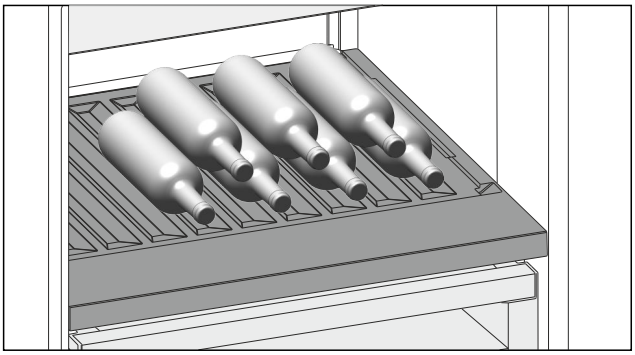

Fig. 184 Représentation à titre d'exemple
▶ Placer les bouteilles avec le fond orienté vers la paroi arrière de l'appareil. (voir Fig. 184)